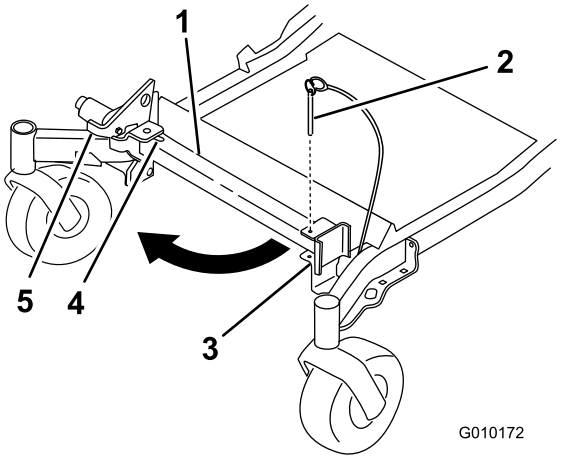
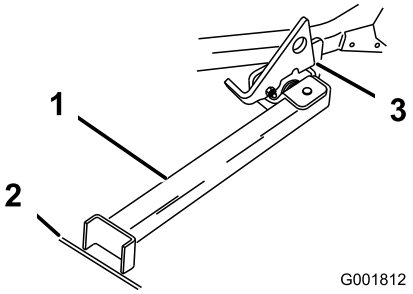

Figuur 40
Figuur 41
2. Verwijder de pen van de beugel (Figuur 40).
3. Zet de vergrendeling omhoog. Draai het voetstuk van de Z Stand aan de voorkant naar buiten en schuif de Z Stand in de richting van de machine in de onderkant van de sleuf (Figuur 40 en Figuur 41).
4. Plaats het voetstuk op de grond en laat de vergrendeling op de draailip rusten (Figuur 41).
Opmerking: Om de beste resultaten te verkrijgen, moet u het voetstuk in spleten in een voetpad of een gazon plaatsen (Figuur 41).
6. Rij de machine de Z Stand op. Stop de machine als de vergrendeling boven de lip in de vergrendelde stand valt (Figuur 41). Als de machine op de Z Stand staat, stelt u de parkeerrem in werking en zet u de motor af.
5. Zet de Z Stand terug in de ruststand (Figuur 40).